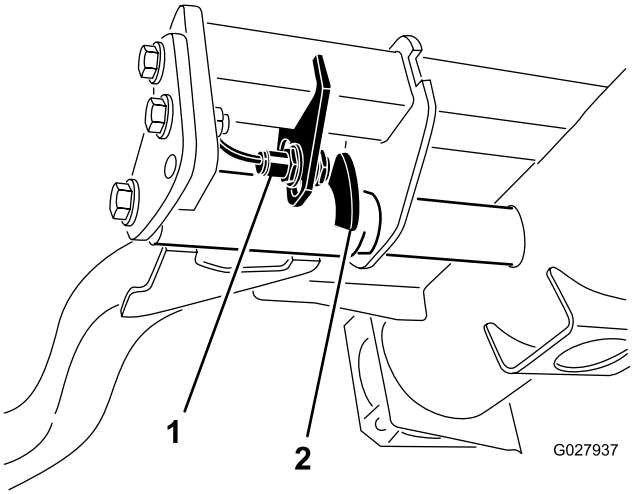

Figur 36
2. Lossa lyftarmbrytarens fästskruvar (Figur 36) och flytta ned brytaren för att öka lyftarmens vändhöjd eller flytta upp den för att minska vändhöjden. Dra åt fästskruvarna.
Obs: Brytaren sitter under hydraultanken, bakom den främre, högra lyftarmen (Figur 36).